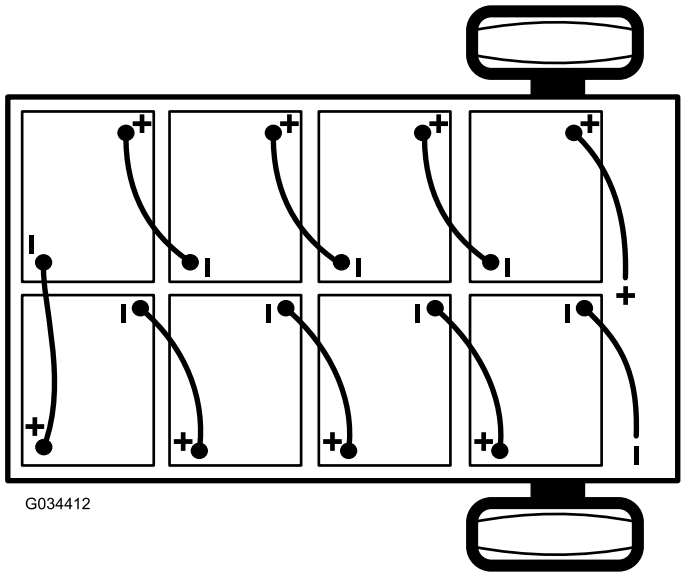

Figur 39
2. Frakobl det negative hovedbatterikabel (sort), som forbinder batterigruppen med maskinens chassispunkt (Figur 39).
3. Frakobl det positive hovedbatterikabel (rød), som forbinder batterigruppen med maskinens hovedafbryder (Figur 39).
Bemærk: Sørg for, at de nye batterier forbindes rigtigt, når du monterer dem (Figur 39).
6. Forbind batterierne med hinanden, som vist i Figur 39, ved hjælp af batteriernes sammenkoblingskabler, som du fjernede i trin 1.
2. Tilslut det positive hovedbatterikabel (rød) mellem batterigruppen og maskinen (Figur 39).
3. Tilslut det negative hovedbatterikabel (sort) mellem batterigruppen og maskinen (Figur 39).